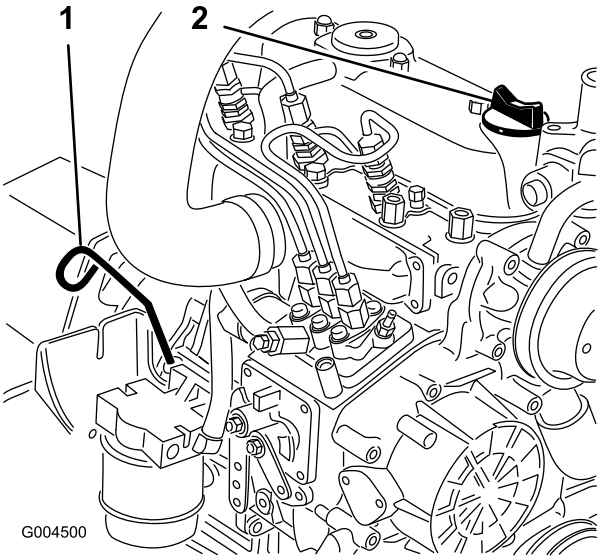

**Figur 40**
3. Ta ur oljestickan (Figur 40), torka den ren och sätt tillbaka den. Ta ur oljestickan och kontrollera oljenivån.
4. Om oljenivån inte når upp till markeringen Full på oljestickan (Figur 40), fyller du på olja tills nivån når upp till markeringen.